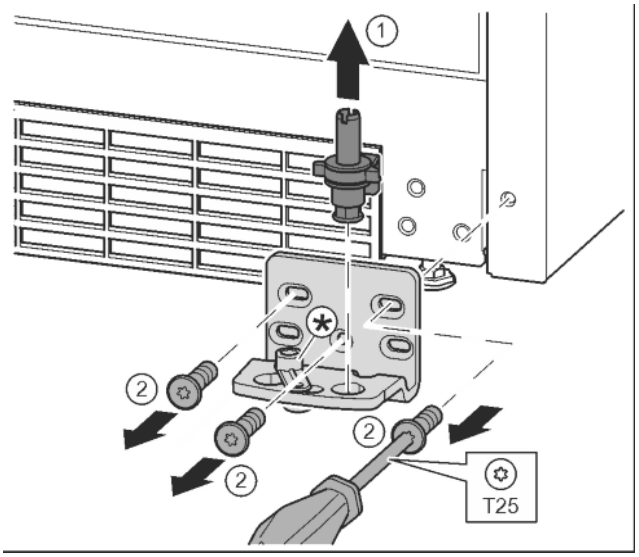

Fig. 16
- ▶ Lift the bearing pin completely upward and remove. *Fig. 16 (1)*
- ▶ Undo the screws with a T25 screwdriver and remove the bearing bracket *Fig. 16 (2)*